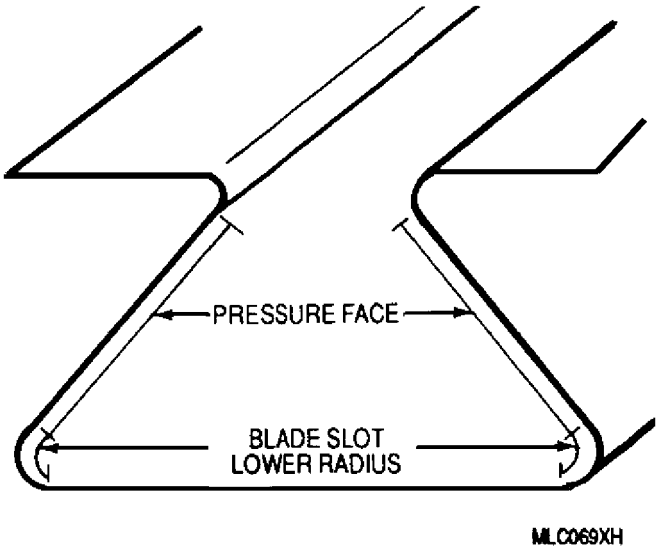

Figure 4. Compressor Wheel Dovetail Slot Corrosion Inspection Areas
(1) Pits which are larger across the surface than in depth and with pore depth up to 0.015 in. are acceptable in any area of the wheel except in the lower radius and pressure faces of the blade slot (figure 4).
(2) Pits which are smaller across surface than in depth and with pore depths up to 0.015 in. in hub and web section of Fourteenth−Stage wheel, or in the hub and adjacent fillet of interstage wheels are acceptable.
(3) Pits in web and spacer sections of wheels are acceptable providing there are no pits beyond 0.030 in. in depth.
(4) Pits on the face of the wheel which form sharp edges around blade dove tail slots will be blended with a hand stone.